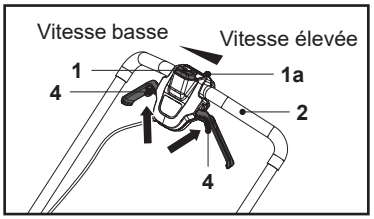

Fig. 17
2. Tirer les leviers de traction (4) vers le guidon (2) et les maintenir dans cette position pour engager les roues arrière (11) (Fig. 17).
4. Relâcher les leviers de traction (4) pour désengager les roues arrière (11).